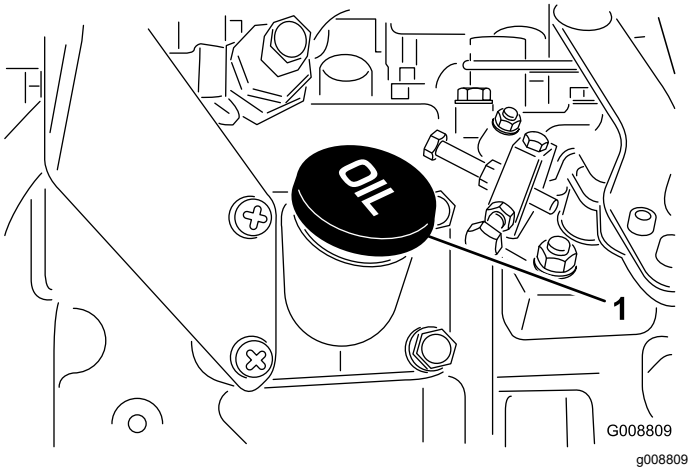

Figur 34
4. Hvis oljenivået er under det sikre området, ta av lokket (Figur 34) og fyll på olje til nivået når opp til "Full"-merket. **Fyll ikke på for mye.**